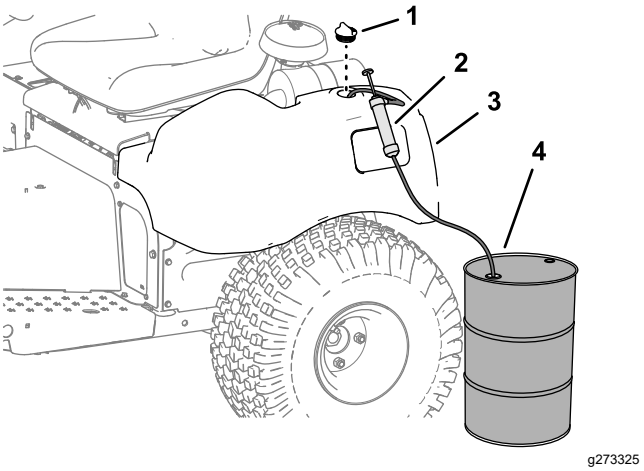

Figuur 43
1. Verwijder de dop van het hydraulische reservoir (Figuur 43).
2. Pomp de hydraulische vloeistof uit het hydraulische reservoir (Figuur 43).